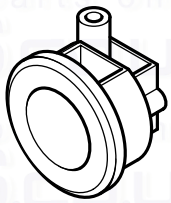

Fig. 28
4. Slacken the cable clamp on the LH side of the boiler chassis (Fig. 28). Insert the cable through the clamp and route it to the terminal block.